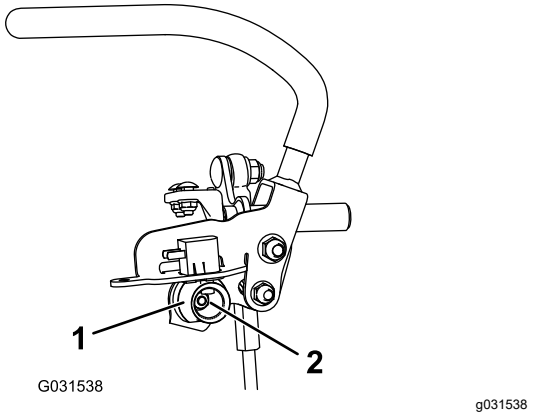

Figura 70
6. Afloje la tuerca que sujeta la leva (Figura 70).